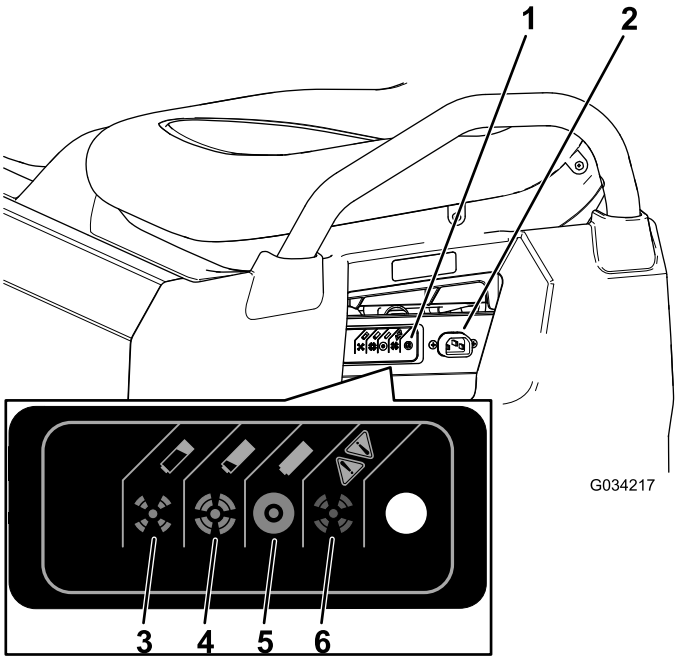

Figuur 37
3. Sluit een **laadsnoer van minstens 1,6 mm dik (16 gauge) en met een lengte van 2,5 m of minder** aan op het oplaadcontact van de machine (Figuur 37).
Raadpleeg de volgende tabel en Figuur 37 om de betekenis te achterhalen van de diverse kleuren van het laadstatuslicht.